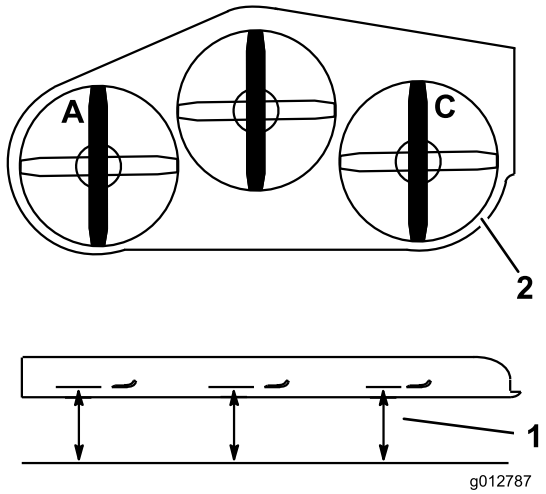

Figura 84
1. Posicionar a lâmina esquerda da parte dianteira para a traseira (Figura 84).
2. Meça a lâmina esquerda no local **A**, numa superfície nivelada à extremidade de corte da ponta da lâmina e registe esta medição (Figura 84).
3. Posicionar a lâmina direita da parte dianteira para a traseira (Figura 84).
4. Meça a lâmina direita no local **C**, numa superfície nivelada à extremidade de corte da ponta da lâmina e registe esta medição (Figura 84).
2. Posicionar a lâmina esquerda da parte dianteira para a traseira (Figura 84).
3. Meça a lâmina esquerda no local **A**, numa superfície nivelada à extremidade de corte da ponta da lâmina e registe esta medição (Figura 84).
4. Posicionar a lâmina direita da parte dianteira para a traseira (Figura 84).
5. Meça a lâmina direita no local **C**, numa superfície nivelada à extremidade de corte da ponta da lâmina e registe esta medição (Figura 84).